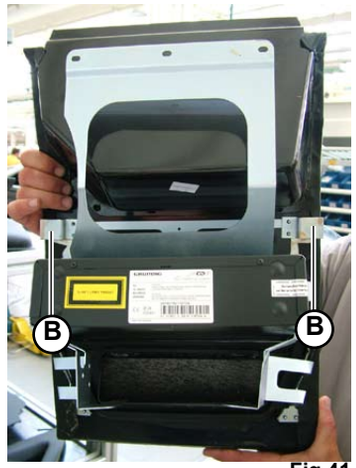
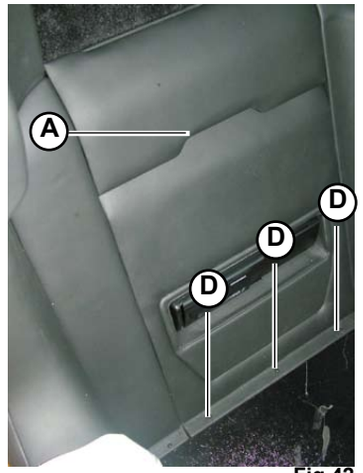

Fig.41
Fig.42
1. Position the rear car floor (**A-Fig.42**) by inserting the 2 flanges (**B-Fig.41**) into the side couplings.
3. Tighten the 3 screws (**D-Fig.42**) to secure the seat rear cover to the car floor.